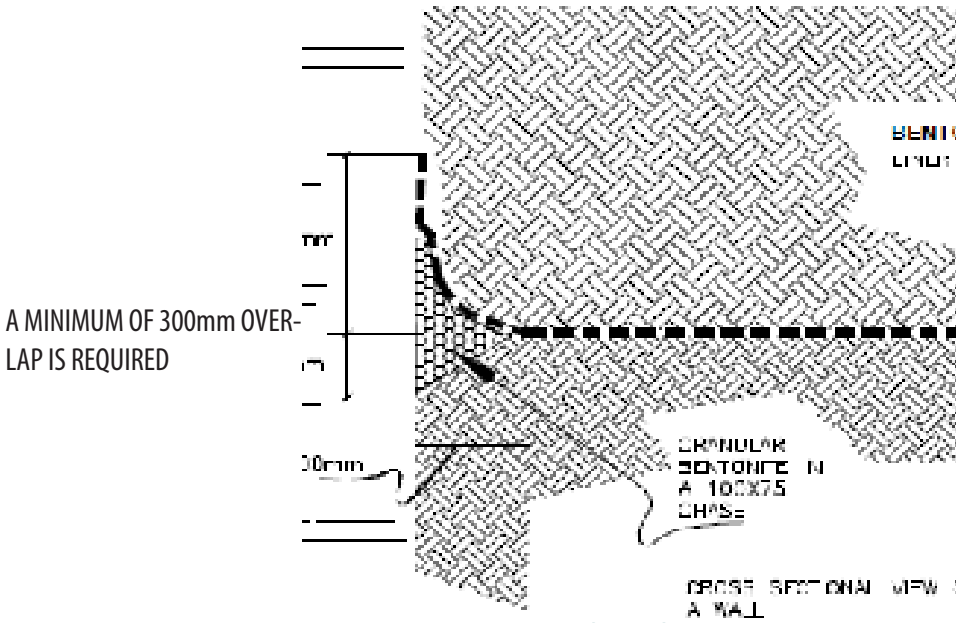

Figure 7. Damage repair by patching
9.1 If the GCL is damaged (torn, punctured, perforated, etc.) during installation, it may be possible to repair it by placing a patch over the damaged area (Figure 7). The patch shall be obtained from a new GCL roll and shall be cut to size such that a minimum overlap of 300 mm is achieved around all parts of the damaged area Granular bentonite or bentonite mastic should be applied around the damaged area prior to placement of the patch. It may be necessary to use an adhesive such as wood glue to fix the patch in place so that it is not moved during cover placement. Smaller patches also may be tucked under the damaged area to prevent patch movement.